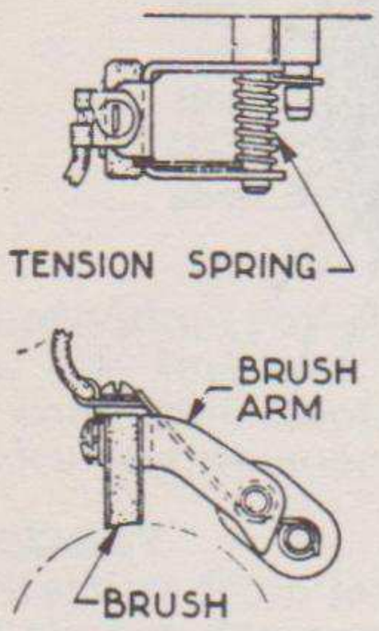

Fig. 2—Swivel type brush holder. Seat brush with bedding stone or No. 00 sandpaper. Never use emery cloth.
BRUSH SPRING TENSION: (Refer to Figures 2 to 4). Check the brush tension. Excessive spring tension will cause the commutator and brushes to wear rapidly. Low spring tension will cause a reduced generator output, and arcing and burning of the commutator and brushes. Check the pigtail lead connections at the brushes to see that they are tight. A poor connection in the charging circuit will cause the generator to build up excessive voltage which may result in burned field or armature windings. A poor connection in the generator field circuit will cause a low output.
2. Check the brush spring tension and the brushes for sticking in the holders. If the brushes stick in their holder or if the brush spring tension is low, a low and unsteady output will result, and there may also be arcing and burning of the brushes and commutator. Refer to Figures 2 to 4.